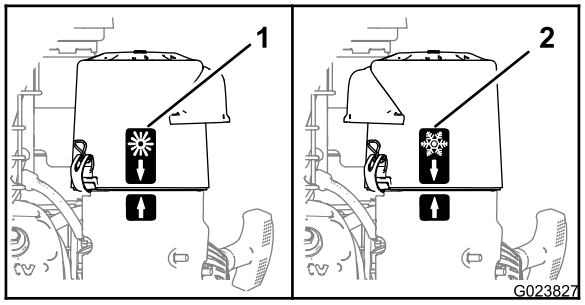

Figura 8
- Quando utilizzate la macchina in **condizioni dell'aria ambiente fredda** (temperatura dell'aria fredda e umidità), posizionate il coperchio del filtro dell'aria con l'adesivo del fiocco di neve rivolto verso l'esterno (Figura 8).
- Quando utilizzate la macchina in **condizioni dell'aria ambiente normale**, posizionate il coperchio del filtro dell'aria con l'adesivo del sole rivolto verso l'esterno (Figura 8).